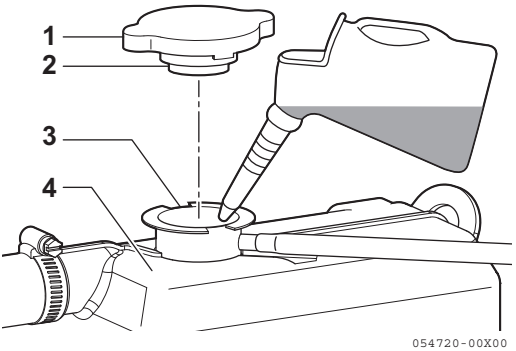

Figure 11
4. Pour coolant slowly into the coolant tank / heat exchanger **(Figure 11, (4))** to avoid air bubbles. Fill until coolant overflows from the filler port.
5. Align the filler cap tabs **(Figure 11, (1))** with filler port notches **(Figure 11, (3))** and tighten the filler cap **(Figure 11, (2))**.